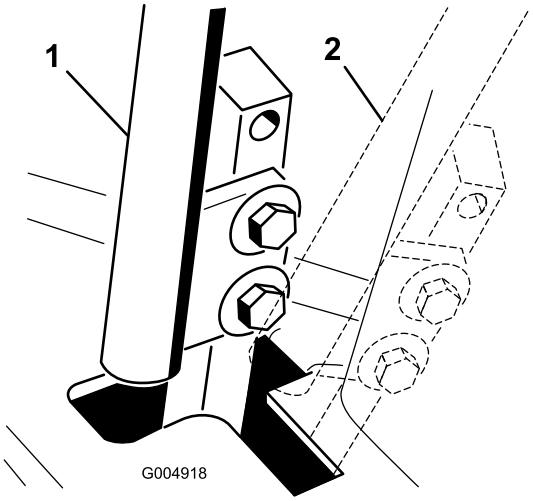

Figura 54
4. Mueva la palanca de control a la posición de PUNTO MUERTO, pero **no a la posición de bloqueo** (Figura 54).
6. Compruebe la posición de la palanca de control con relación a la muesca de la consola (Figura 54).